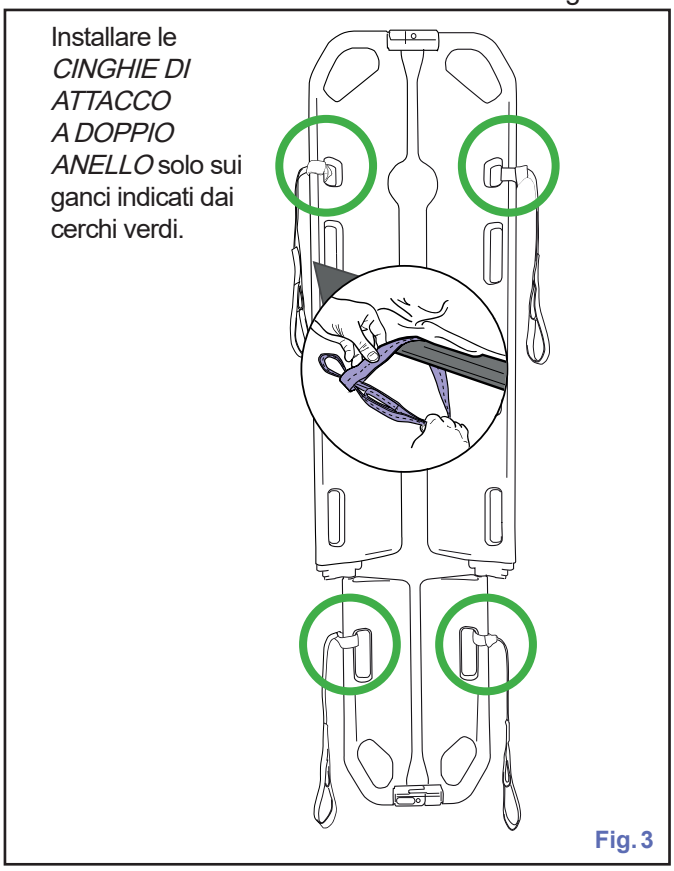

Fig. 3
3) Accertarsi che le *CINGHIE DI ATTACCO A DOPPIO ANELLO* siano state installate nei punti corretti. Se le quattro cinghie non sono ancora state attaccate alla barella *Ferno Scoop EXL Stretcher,* procedere all'attacco nei punti precisi e nel modo corretto come mostrato nella Fig. 3.